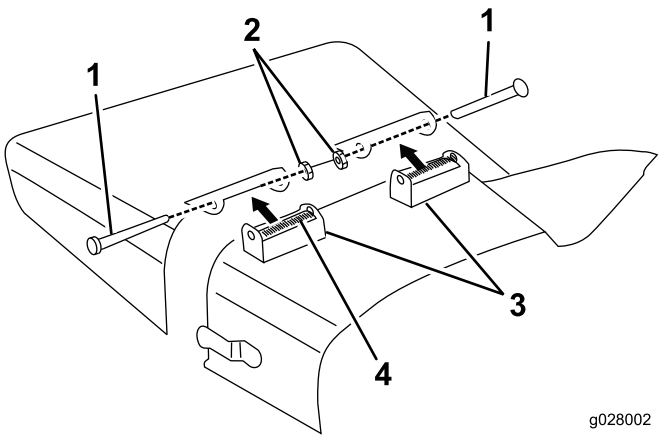

Figur 5
1. Ta bort huvudskruvarna, låsmuttrarna och fjädrarna som fäster gräsriktarens fästen på tappfästena (Figur 5).
2. Ta bort vagnskruvarna och flänsmuttrarna som fäster tappfästena vid huset (Figur 5).